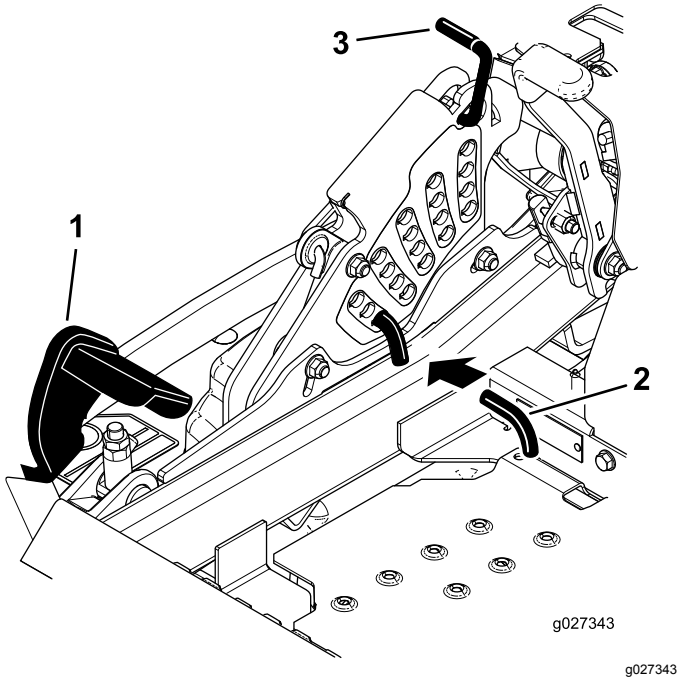

Figura 28
2. Pise el pedal de elevación de la carcasa y eleve la carcasa a la posición de transporte (que es también la posición de altura de corte de 140 mm [5½"]) como se muestra en Figura 28.
3. Para ajustar la altura de corte, gire el pasador 90 grados y retire el pasador del soporte de altura de corte (Figura 28).
4. Seleccione el taladro del soporte de altura de corte que corresponde a la altura de corte deseada, e inserte el pasador (Figura 28).